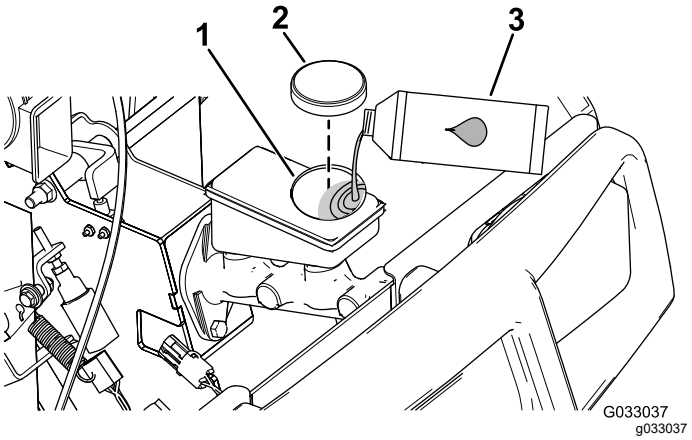

Figur 67
4. Lyft upp motorhuven så att du kommer åt huvudbromscylindern och behållaren (Figur 67).
A. Rengör området kring tanklocket och ta av locket (Figur 67).
C. Sätt tillbaka behållarens lock (Figur 67).